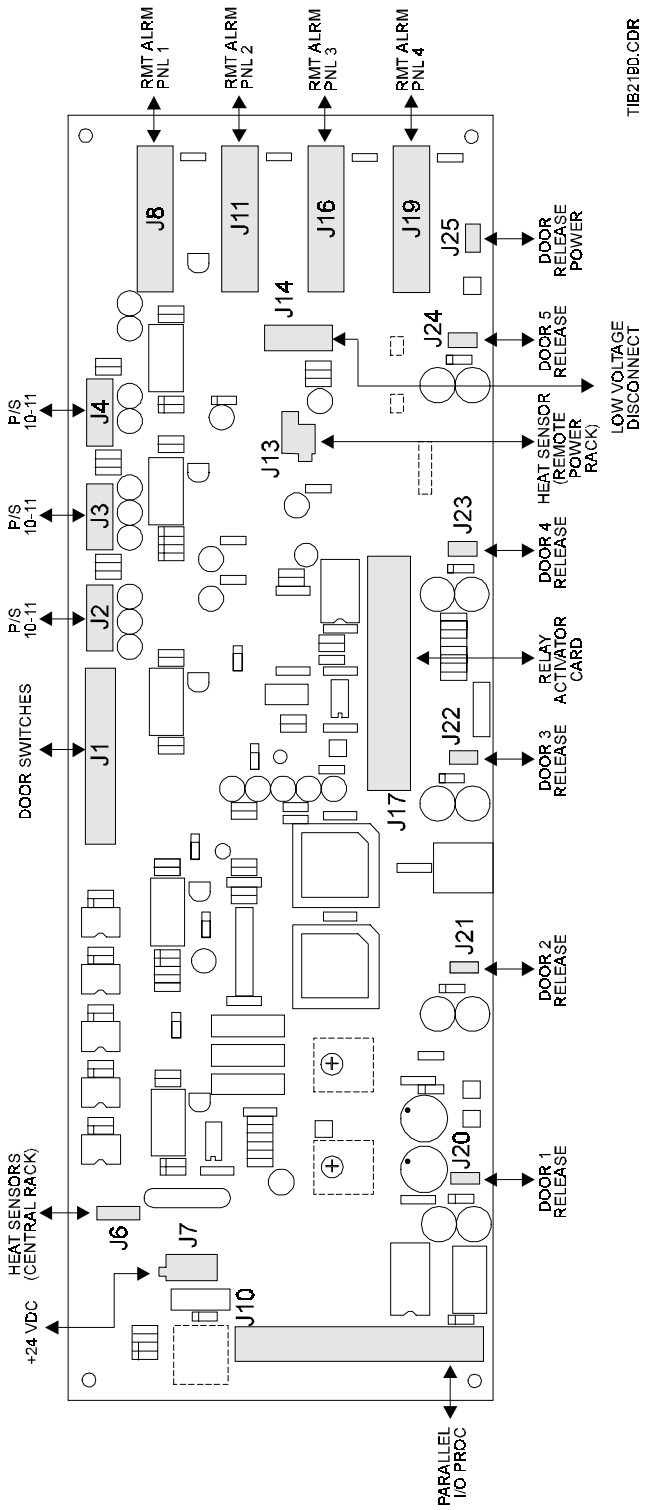

*Figure 5-58. System Alarm Panel Rear Panel*
***Input and Output Connections.*** All input and output connections are made at the rear of the panel. **Figure 5-58** illustrates the I/O connections on the rear panel. **Table 5-38** lists the I/O connections.